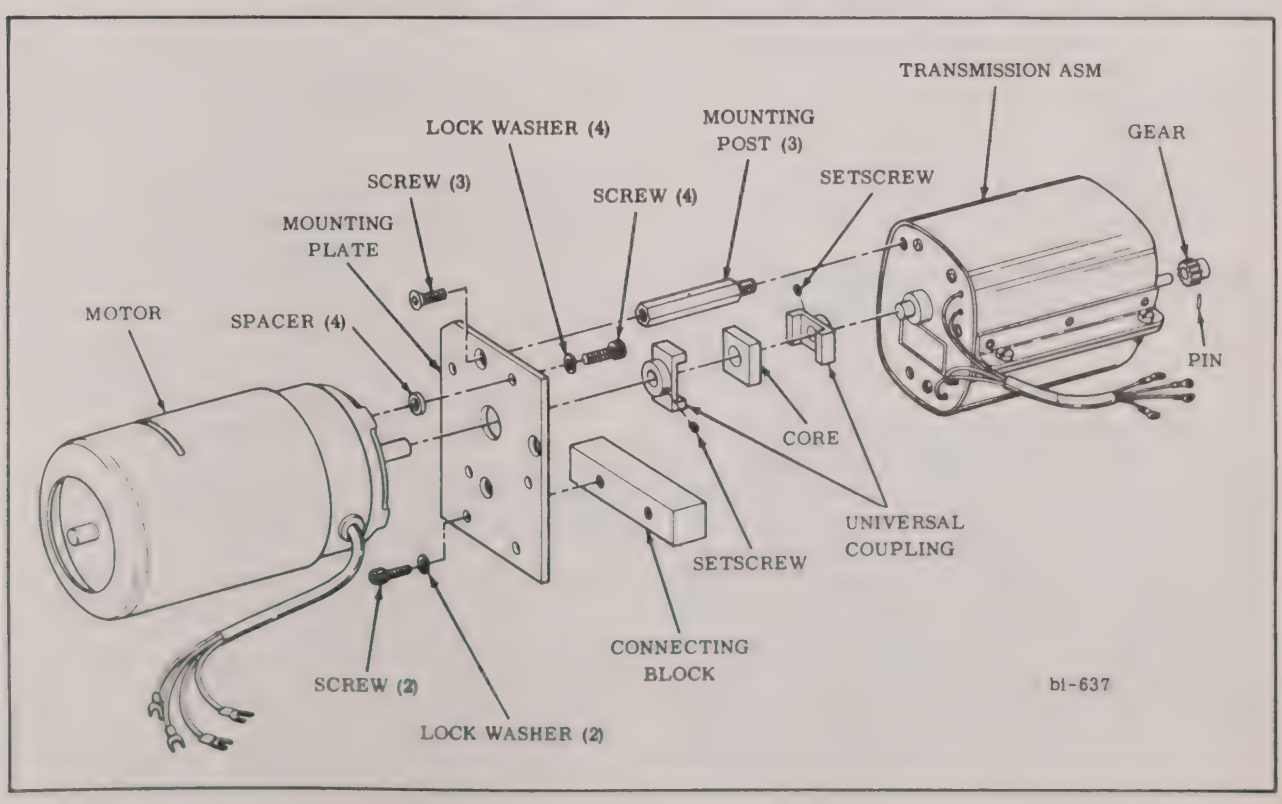

FIGURE 6-27 CHART DRIVE ASSEMBLY–EXPLODED VIEW
10. Refer to Figure 6-27 for disassembly and assembly to drive assembly.
13. Remove two socket-head screws and lockwashers attaching drive assembly connecting bar (Fig. 6-27) and carefully remove drive assembly from oscillograph.
14. Refer to Figure 6-27 for disassembly and assembly of drive assembly.
2. Install, but do not tighten, two socket-head screws attaching drive assembly connecting bar (Fig. 6-27) to oscillograph chassis.